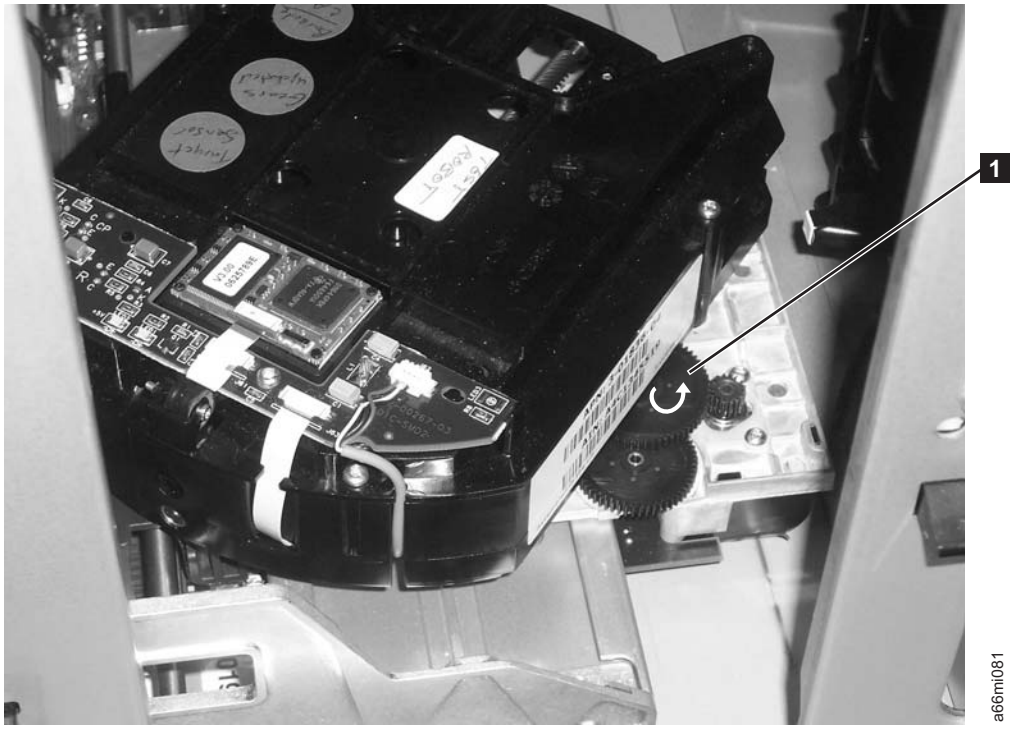
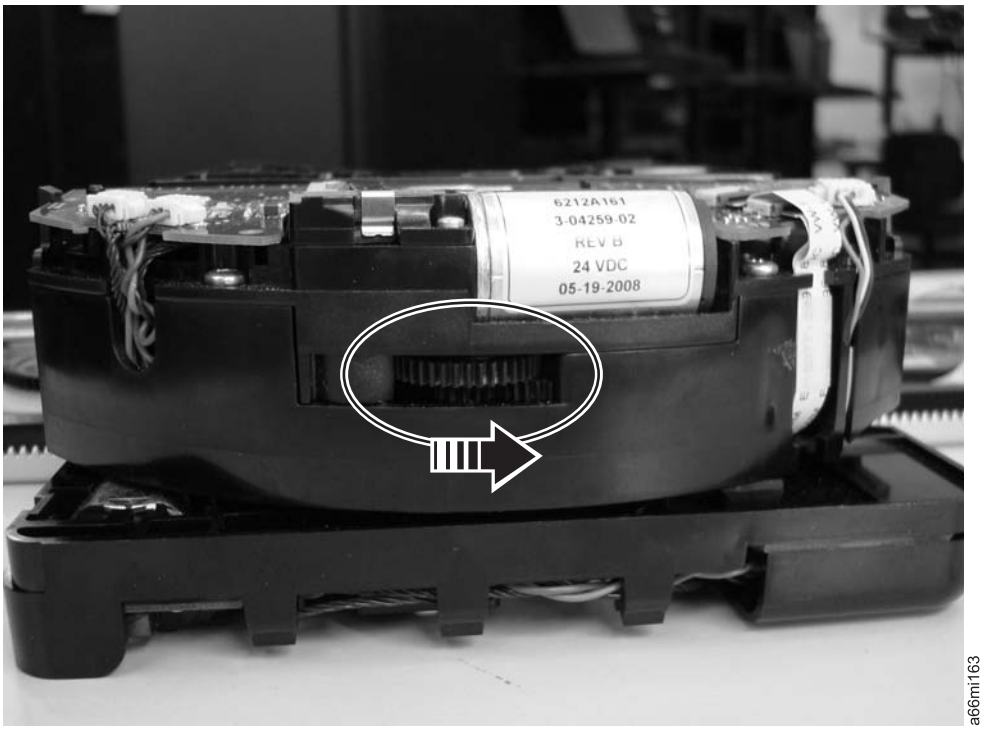

Figure 6-18. Picker rotated for drive gears access
Figure 6-19. Access the M2 Picker Thumbwheel
- In the Robot Assembly, access the three drive gears, as shown in Figure 6-18 on page 6-42.
- In the M2 Robot Assembly, access the thumbwheel on the front of the Picker as shown in Figure 6-19.
2. Rotate the gear (**1** in Figure 6-18 on page 6-42 or the arrow in Figure 6-19 on page 6-42) with your thumb or finger, in the direction shown by the arrow.